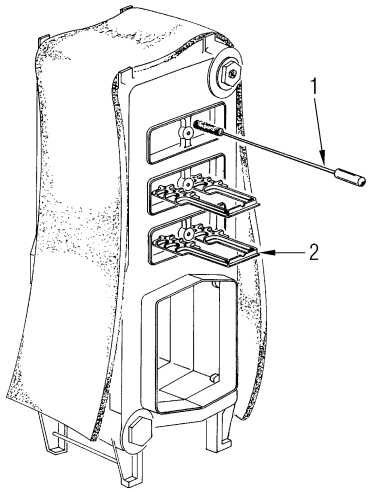

Fig. 14
4.5.1 Nettoyage des passages de fumée (fig. 14)
Pour nettoyer les passages de la fumée du corps de la chaudière, utiliser un goupillon. Après l'opération d'entretien, remettre les ailettes à leur position initiale (fig. 14).